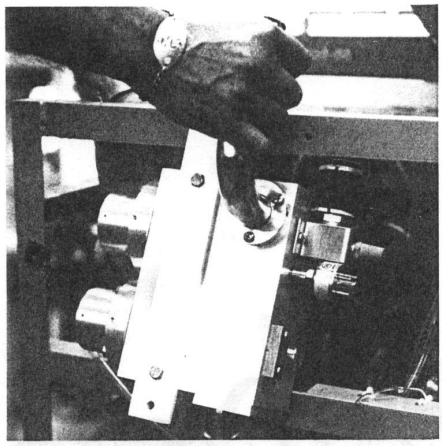

Figure 6-18. Lifting Valve Block Assembly Clear of Frame
4. Using a 7/16-inch wrench, remove the top and bottom bolts from the front of the valve block bracket. Lift the valve block assembly to clear the frame cross-member, then swing the bottom clear and remove (Figure 6-18).